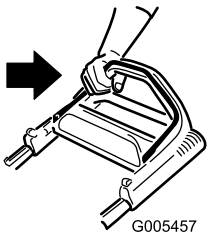

Figur 12
1. Hold knivkontrollbøylen mot håndtaket (Figur 12).